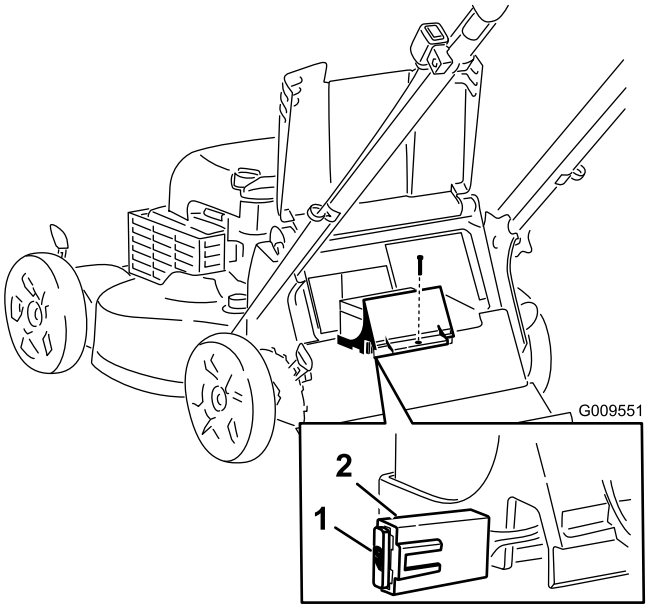

Figure 24
3. Remove the screw that secures the battery compartment, pull out the battery, and locate the fuse (Figure 24.
4. Replace the fuse in the fuse holder (Figure 24).